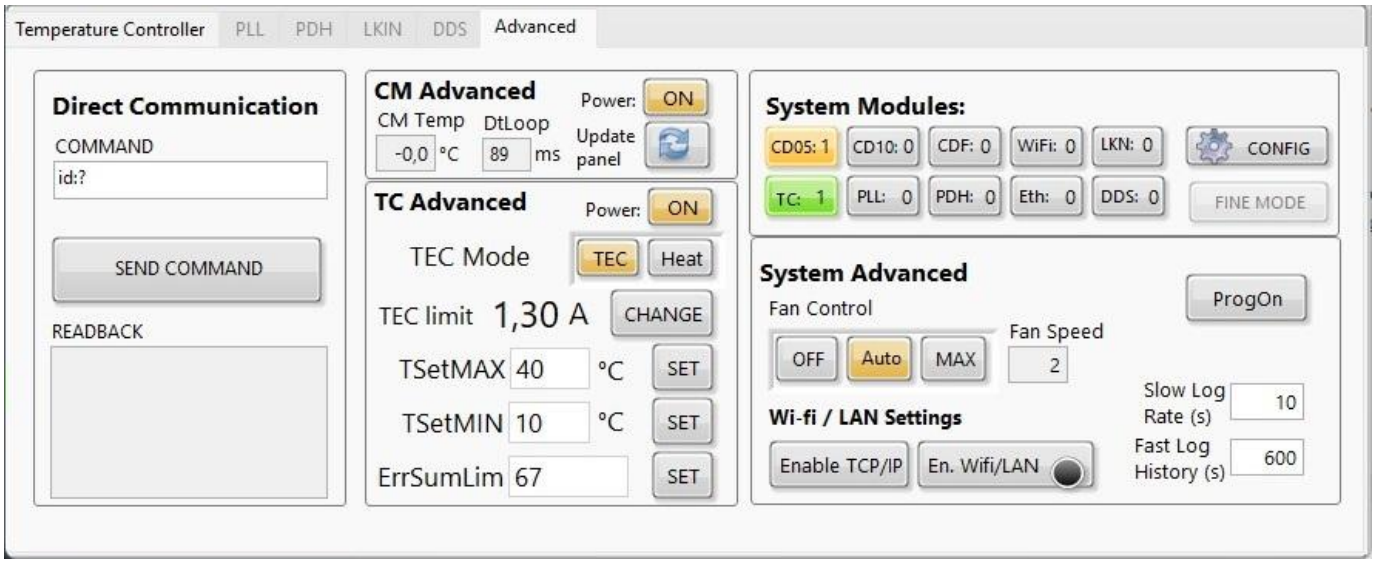

Figure 13: The QubeCL_Control software Advanced tab
- In the TC Advanced section of the Advanced **tab(Figure 13),** that can be found in the lower panel, use the **TEC limit** control to set the **maximum current** that the TC controller may source to the Peltier stage. To do so, you must press the correspondent **CHANGE** button.